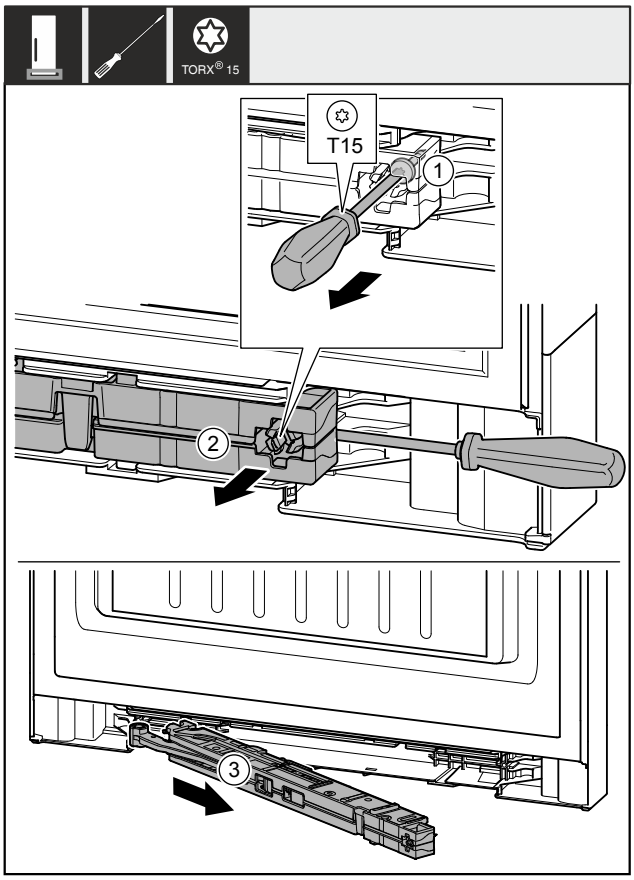

Fig. 12
▶ 用螺丝刀将关门阻尼单元上的螺钉 *Fig. 12 (1)*松开约 14 mm。
▶ 用螺丝刀在手柄侧向前推动关门阻尼单元 *Fig. 12 (2)*。
▶ 拉出关门阻尼单元 *Fig. 12 (3)*。